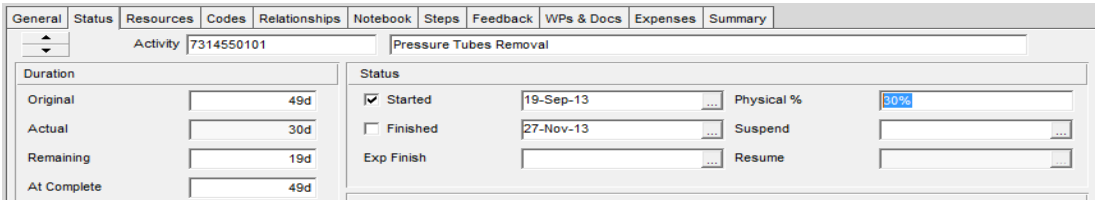

Figure 5-3: Level 2 Activity Start and Finish Date
- ***Start Date*** and ***Finish Date*** do not need updating since Level 2 Activities are *WBS Summary Activities* in Level 3 Schedule *as* illustrated in Figure 5-3.